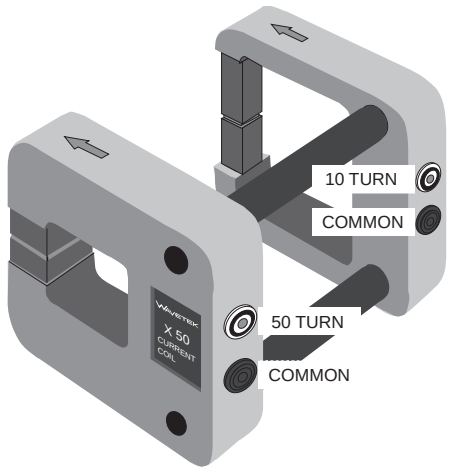

Fig. 4.6.1 Option 200 — 10- and 50- Turn Coil Assembly — General View
4.6.6.3 10- and 50-Turn Current Coils (Option 200) *(Fig. 4.6.1)*